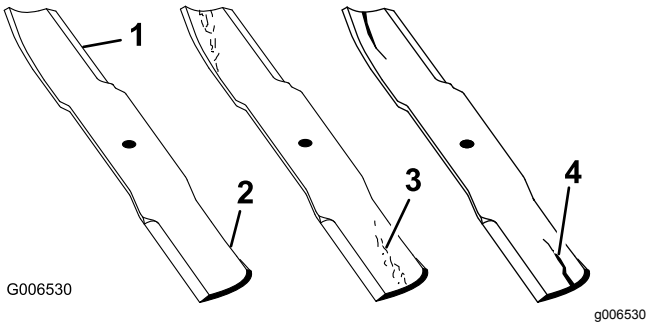

Figur 55
1. Kontrollera eggarna (Figur 55).
4. Montera omedelbart en ny kniv om du upptäcker sprickor, slitage eller spårbildning i detta område (Figur 55).